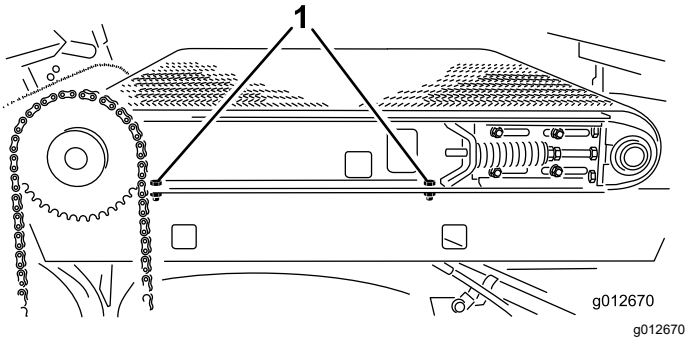

Figur 36
2. Dra åt de två huvudskruvarna på maskinens högra sida som fäster glidflaksskenan vid det högra stänkskyddet (Figur 36).